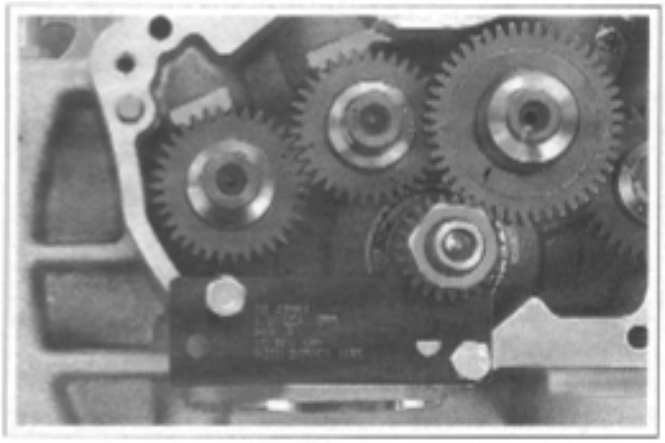

Figure 3-130. Crankshaft Locking Tool (Part No. HD-43984)
b. See Figure 3-130. Install CRANKSHAFT LOCKING TOOL (Part No. HD-43984) to gearcase with "Side B" facing out, over pinion shaft, with two screws.